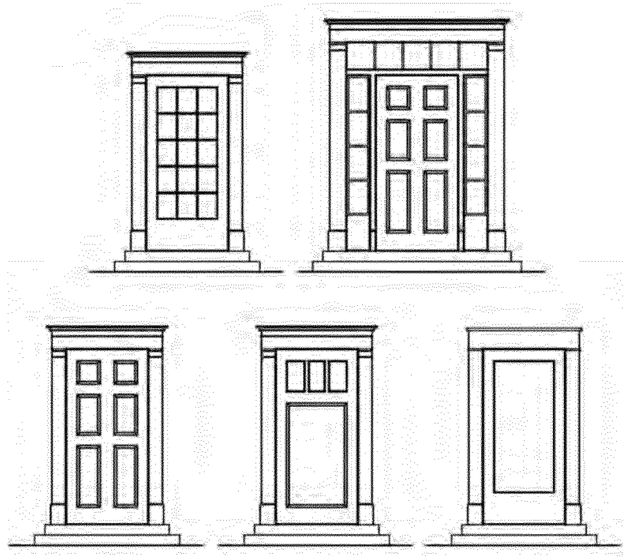

*Figure 27*
- Exterior doors shall be a minimum of 3’-0” x 6’-8” with raised or recessed panels. Doors may be set within door surrounds with sidelight panels. See Figure 27.